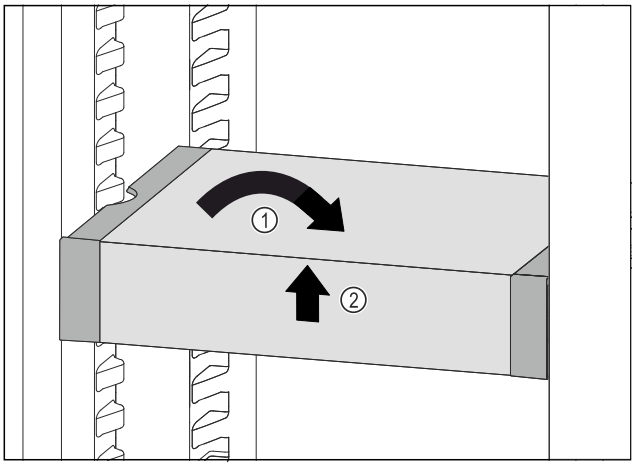

Fig. 143
▶ Set VarioSafe straight. *Fig. 143 (1)*
▶ Lift VarioSafe at the front. *Fig. 143 (2)*